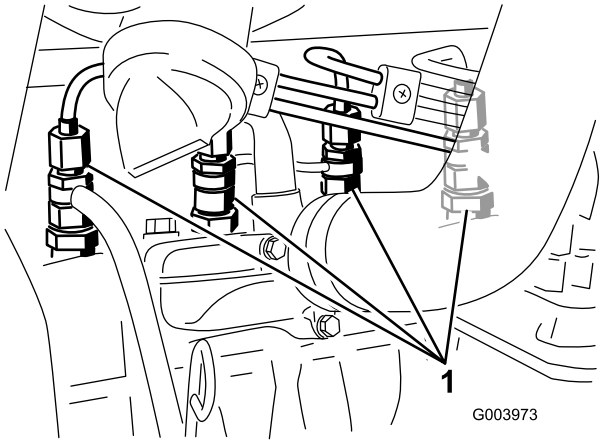

Figur 55
1. Løsn rørforbindelsen til dyse nr. 1 og holdersamlingen (Figur 55).